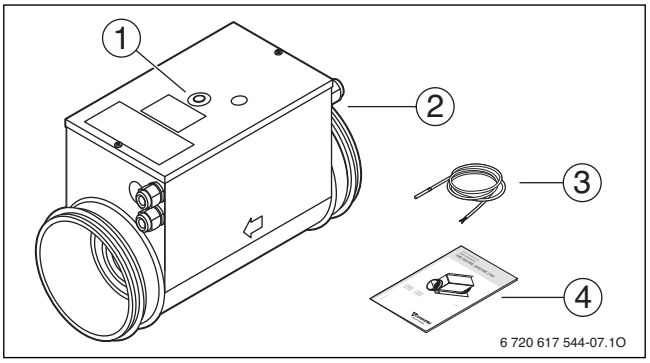

Bild 2
- ▶ Nach Beseitigen der Störung den Überhitzungsschutz am Reset-Knopf auf dem Deckel des Heizregisters zurückstellen (→ Bild 2, [1]).